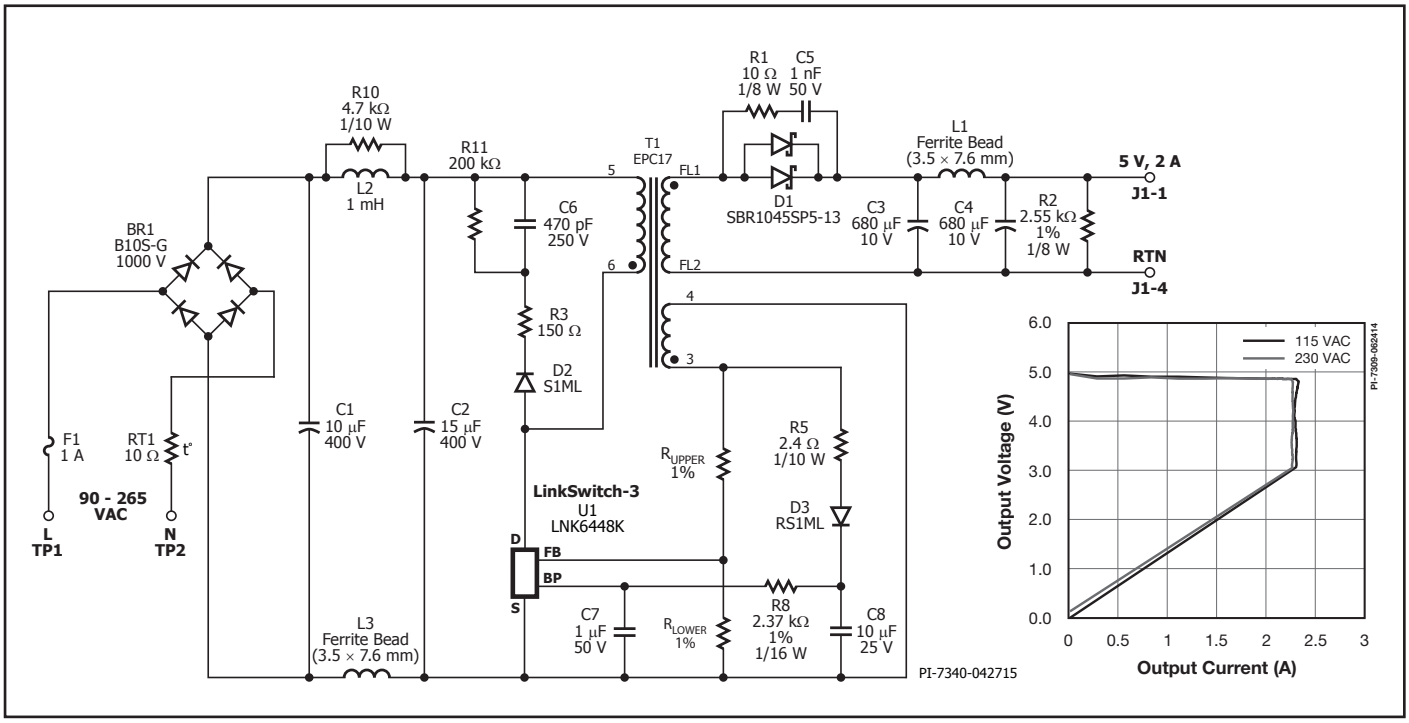

Figure 1. Energy Efficient USB Charger Power Supply (78% Average Efficiency, <30 mW No-load Input Power).
The circuit in Figure 1 shows the basic configuration of a flyback power supply designed using LinkSwitch-3. Because of the high-level integration of LinkSwitch-3, far fewer design issues are left to be addressed externally, resulting in one common circuit configuration for all applications. For example, different output power levels may require different values for some circuit components, but the circuit configuration stays unchanged.
- Use resistor values R_{UPPER} [D43] and R_{LOWER} [D44] for feedback resistors (Figure 1).